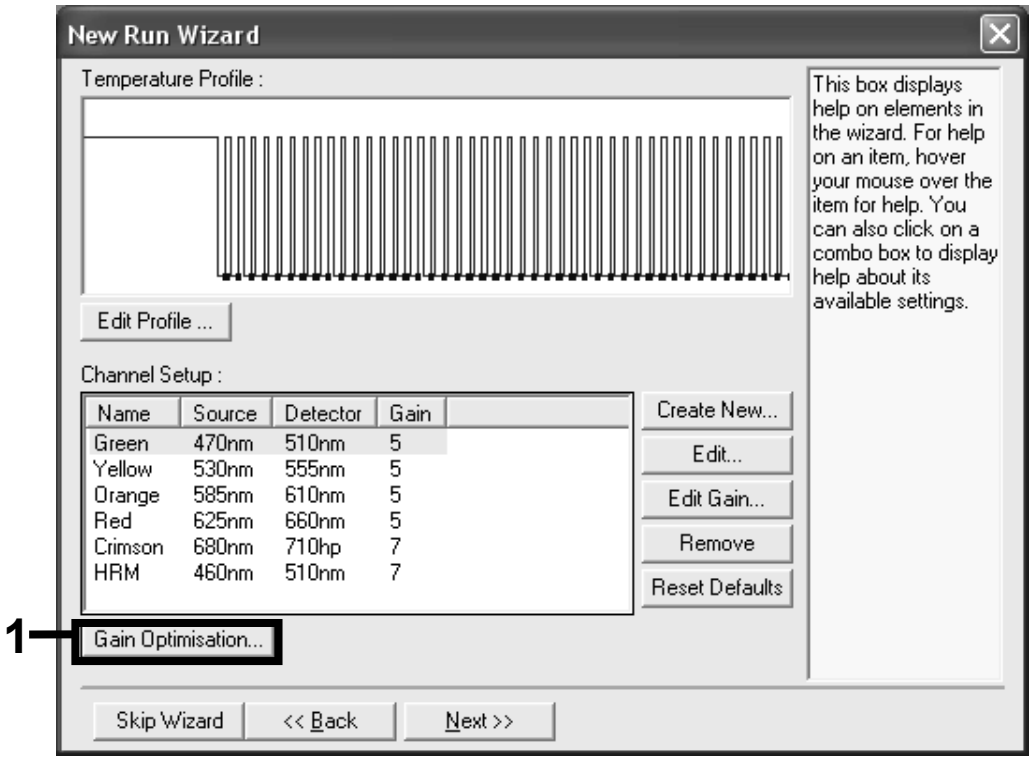

Figure 10. Gain optimization.
17. **In the next dialog box, click the "Gain Optimisation" button (Figure 10).**